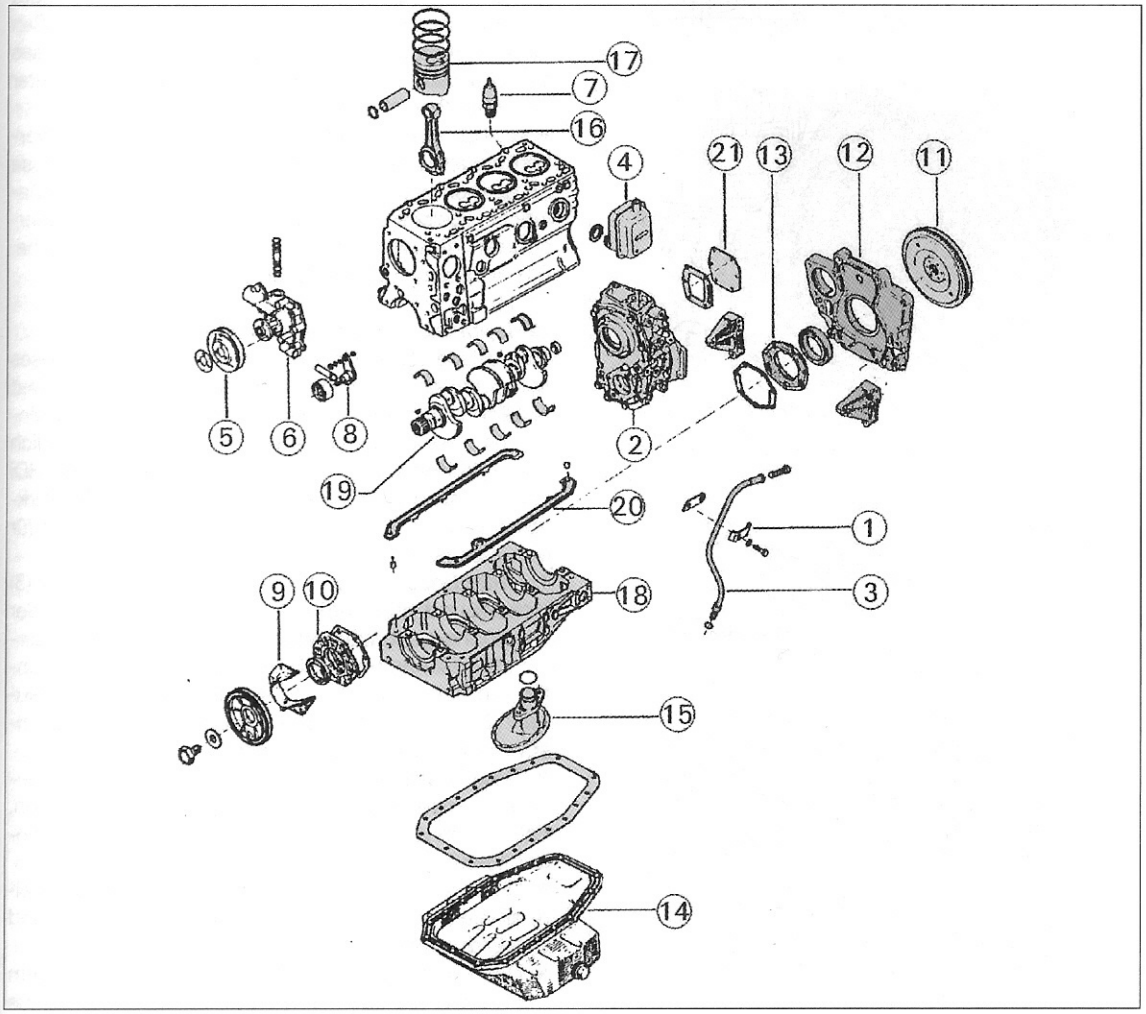

Bild 42
- Die Kurbelwelle wird durch ein getrenntes Gehäuse am Zylinderblock gelagert, wie man es aus der Montageübersicht in Bild 42 sehen kann. Vor Ausbau des Gehäuses den Dichtringflansch an der Vorderseite des Motors (10, Bild 42), die Motorzwischenplatte (12) und den hinteren Dichtringflansch (13) an der Rückseite des Zylinderblocks abschrauben. Das Lagergehäuse der Kurbelwelle kann jetzt abgeschraubt werden. Die Schrauben dabei gleichmäßig von außen nach innen lockern. Nach Abnehmen des Gehäuses die Lagerschalen herausnehmen und in geeigneter Weise kennzeichnen,